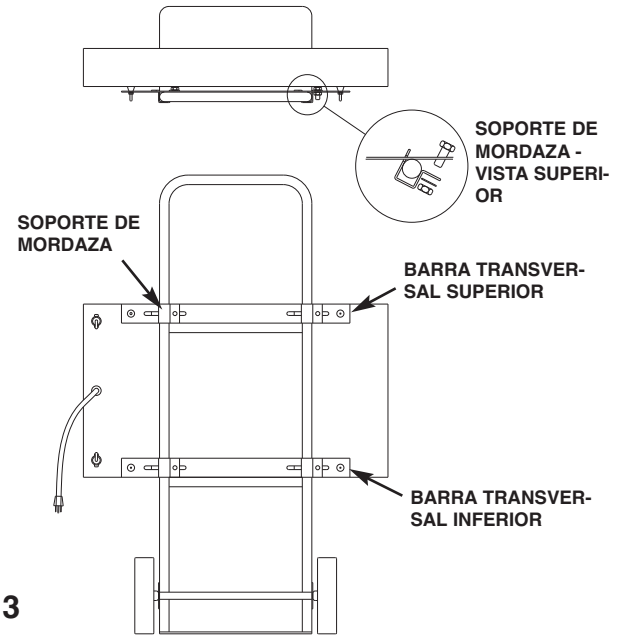

Figura 3
1. Monte la barra transversal superior a 42" aproximadamente sobre el piso. Fije un soporte de mordaza a la barra transversal insertando la "bisagra en T" dentro de la ranura de la barra transversal y girando a 90º el soporte de mordaza. Asegure el soporte usando el perno, arandela y tuerca, provistos. Vea la Figura 3. Inspeccione que la barra transversal esté centrada en el carro e instale el segundo soporte de mordaza al otro lado tal que la barra transversal esté nivelada.